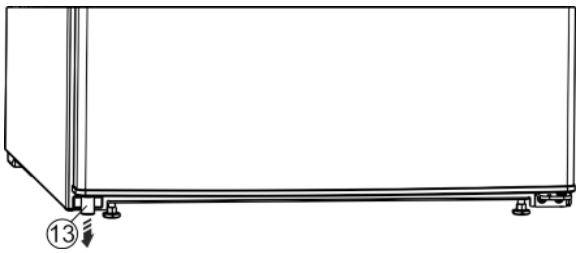

Fig. 5
▶ Remove the spacer *Fig. 5 (13)* from under the left-hand side of the door.